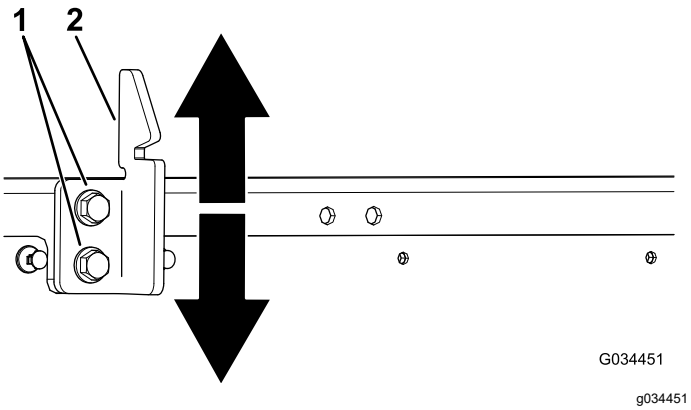

Figur 55
3. Lossa de två skruvarna på låsspärren och flytta den upp eller ned efter behov (Figur 55).
4. Dra åt de två skruvarna på låsspärren (Figur 55).